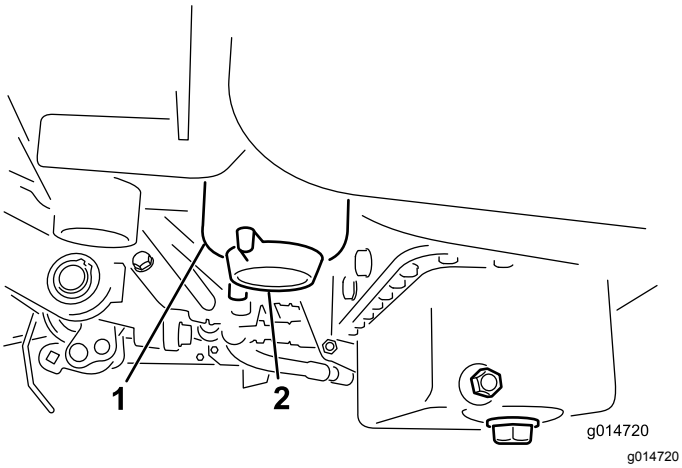

Rysunek 30
2. Oczyść obszar wokół miejsca zamontowania filtra (Rysunek 30).
4. Odkręć korek spustowy filtra (Rysunek 30).